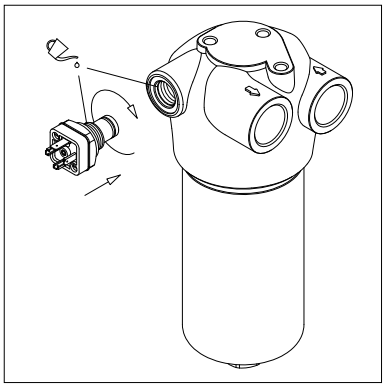

fig. 8
- (Fig. 8) Lubrificare con il fluido di lavoro il filetto e l'O-ring del corpo indicatore, quindi avvitare il corpo indicatore facendo riferimento alla tabella delle coppie di serraggio al paragrafo 3